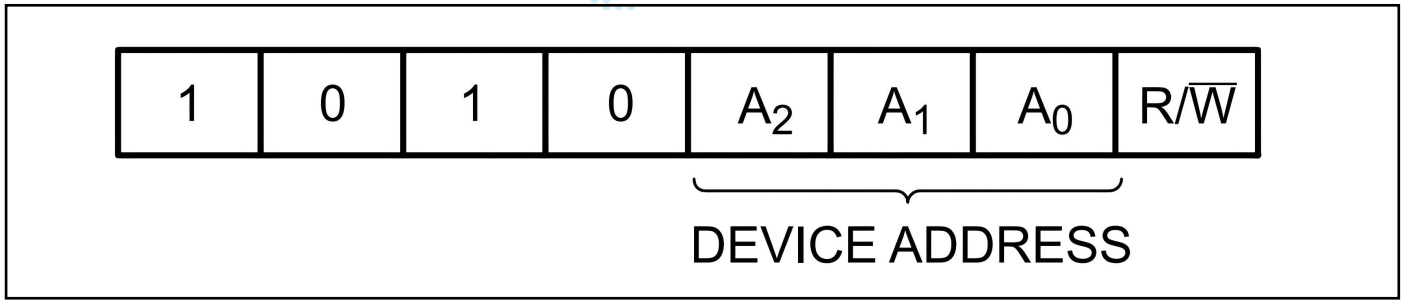

Figure 2. Slave Address Bits
The Master initiates data transfer by creating a START condition on the bus. The Master then broadcasts an 8-bit serial Slave address. The first 4 bits of the Slave address are set to 1010, for normal Read/Write operations (Figure 2). The next 3 bits, A2, A1 and A0, select one of 8 possible Slave devices. The last bit, R/W, specifies whether a Read (1) or Write (0) operation is to be performed.